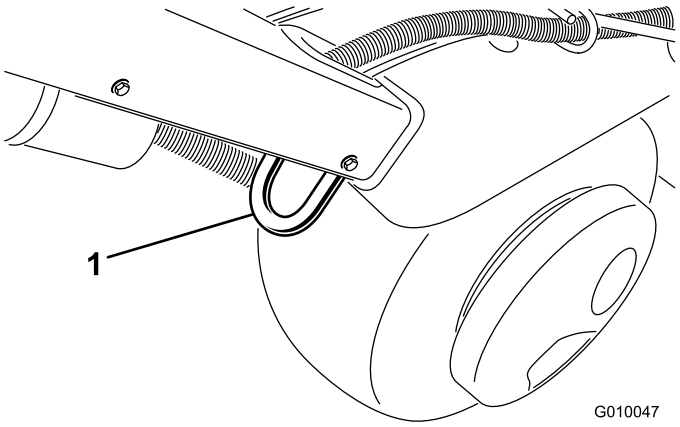
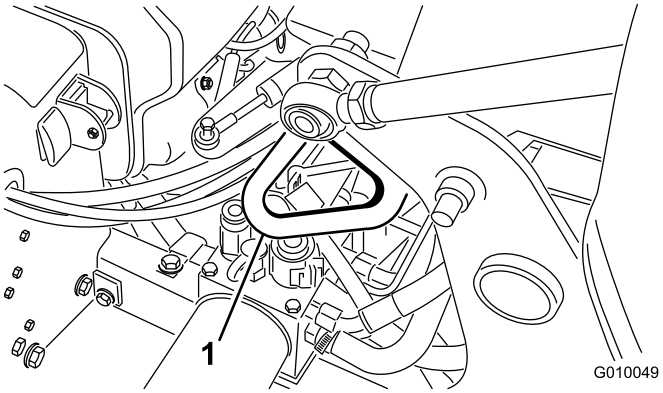

**Figur 33**
**Figur 35**
3. Fest luftemaskinens bindepunkter godt (Figur 33 til Figur 35) til tilhengeren eller lasebilen med stropper, kjetting eller tau.